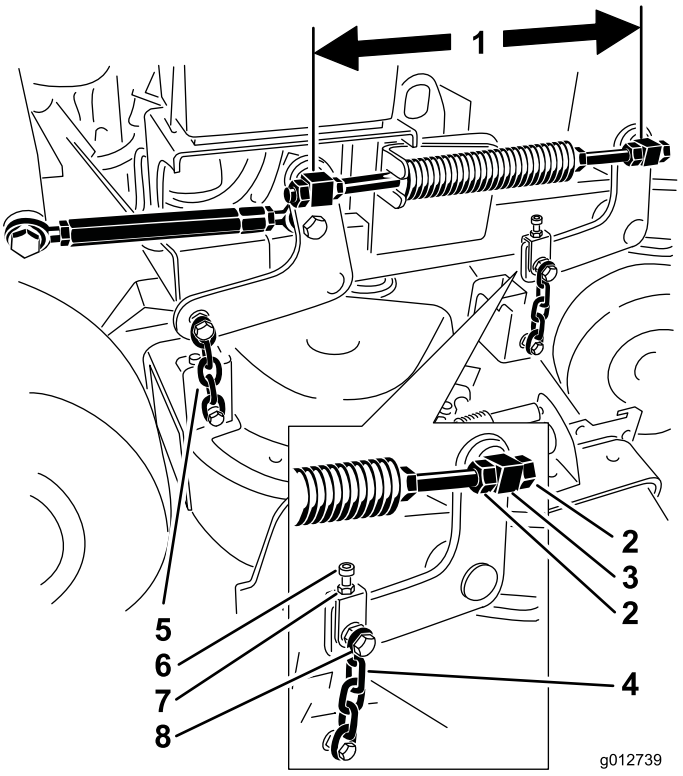

Figur 84
6. Kontrollera avståndet mellan lekarna. Mät i mitten av lekarna (längden från mitt till mitt) på den gängade stången. Avståndet ska vara 49,5 cm för klippdäck på 91 cm och 43,7 cm för klippdäck på 102 cm (Figur 84).
9. Använd kontramuttrarna på den främre lekaren för att justera längden mellan den främre och den bakre lekaren på den sidan (Figur 84).
11. Använd justerskruven för att få samma spänning på båda de främre kedjorna (Figur 84).
5. Lossa muttern på den övre kedjans bult och kontramuttern på justerskruven (Figur 84).
6. Använd justerskruven för att se till att höjden är 6 till 10 mm lägre framme vid **A** än bak vid **B** (Figur 84).